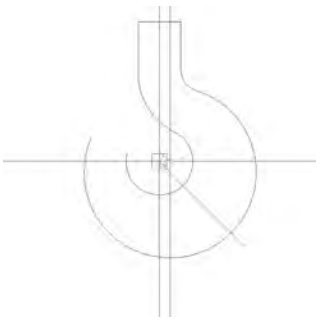

图 5-189 曲线过渡
(7) 单击“曲线过渡”图标，选择“圆弧过渡”方式，半径为 14，对右侧 13.75 的等距线和 R55 圆弧进行过渡；同样选择“圆弧过渡”方式，半径为 42.5，对左侧 13.75 的等距线和 R21.25 圆弧进行过渡；选择“尖角”方式，分别选择 90 的等距线和 13.75 的等距线，如图 5-189 所示。